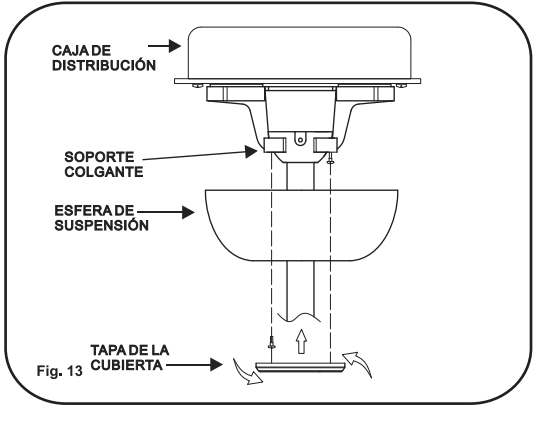

Fig. 13
Paso 2. Deslice la cubierta hacia el soporte de suspensión y coloque el orificio de posicionamiento de la cubierta sobre el tornillo del soporte de suspensión hasta que encaje en su lugar en la parte estrecha de los orificios de posicionamiento. (Fig. 13)